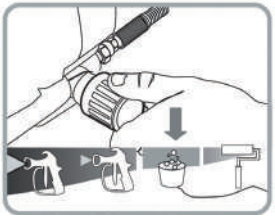

Рис. 23
4. Установите регулятор давления в положение «слив/промывка» (рис. 23).